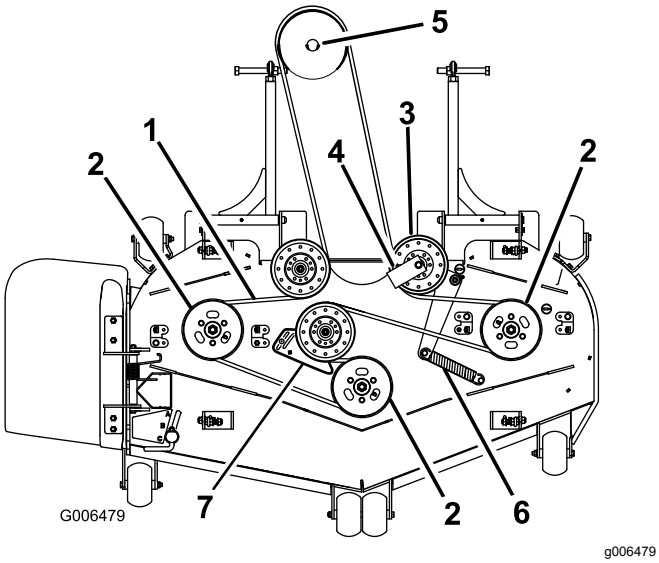

Figur 87
7. Ta bort remstyrningen på den fjäderbelastade mellanremskivan enligt Figur 87.
9. Montera en ny rem runt klipparremsskivorna och växellådsskivan under motorn (Figur 87).
10. Montera remstyrningen på den fjäderbelastade remskivan med 45 graders vinkel enligt Figur 87. Dra åt skruven till 37–45 Nm.
11. Montera mellanremskivans fjäder på de två hållarna (Figur 87).